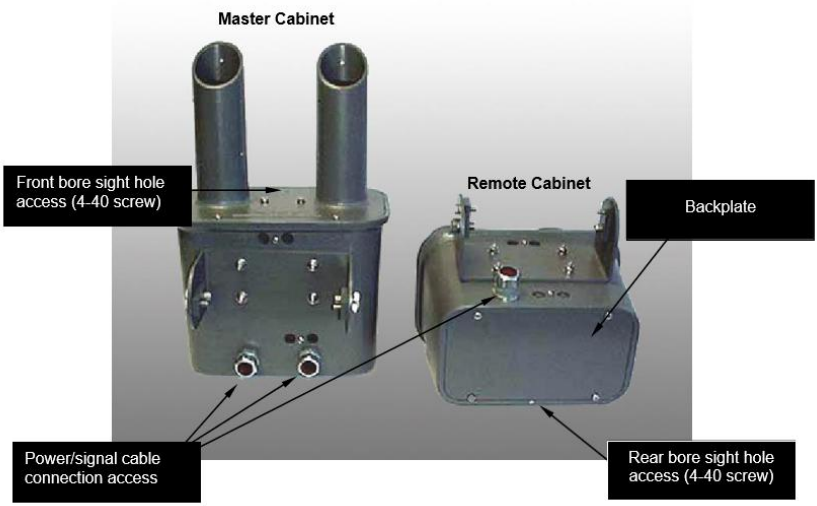

Figure 9: *Cabinet Access Points*
4. Open the bore sight holes in the two cabinets by removing the #4-40 screws on the top front and top back of each cabinet **(Figure 9)**.
2. Observe location of connection access points on the Master cabinet (**Figure 9)** with respect to its control panel terminal strips. Orient cables accordingly before beginning connections. Both cables on the Remote cabinet will be fed through the same access point.
2. Remove back plate from unit to be removed (**Figure 9**).